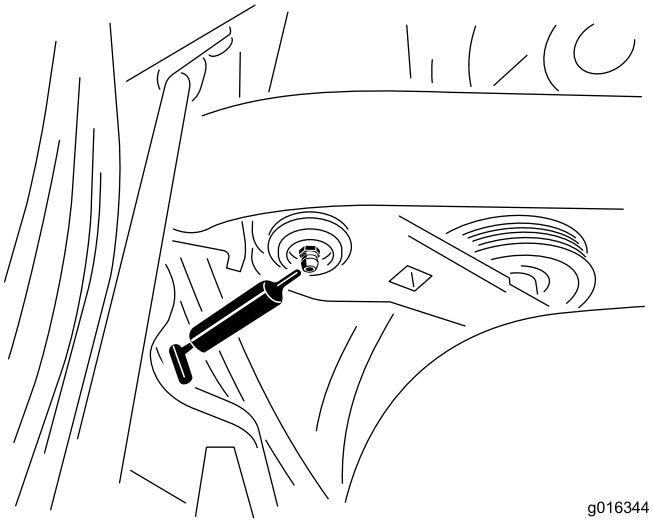

Figuur 45
1. Veeg de smeernippel schoon zodat er geen ongerechtigheden kunnen binnendringen in het lager of de lagerbus (Figuur 45).